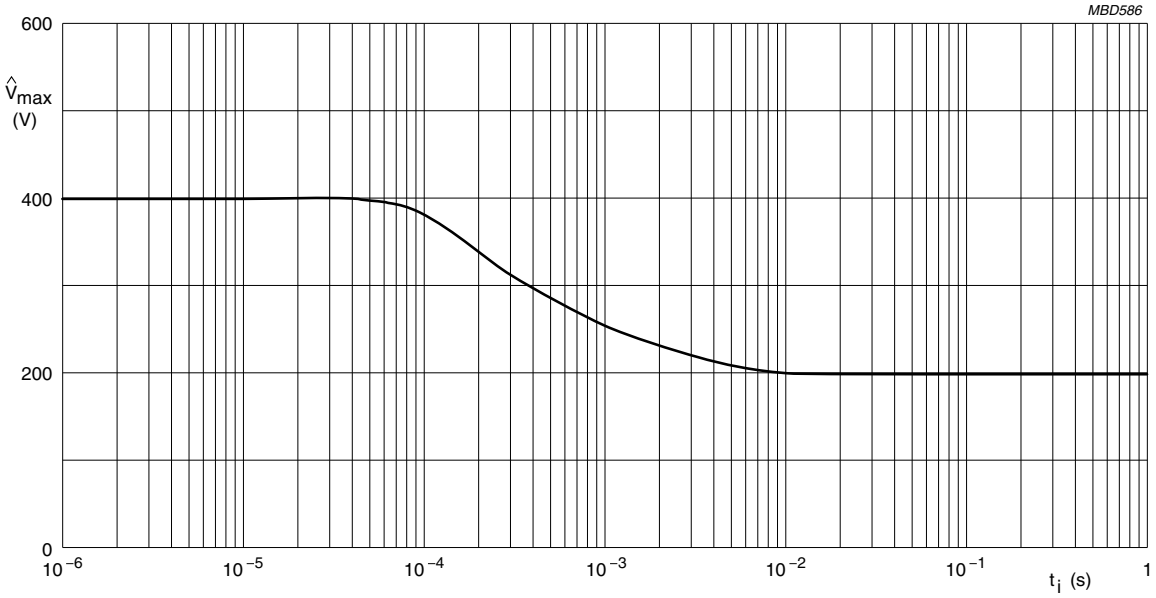

Fig. 13 Pulse on a regular basis; maximum permissible peak pulse voltage ($\hat{V}_{max}$) as a function of pulse duration (t_i).
However, maximum peak pulse voltages as indicated in Fig. 13, should not be exceeded.
- $\hat{V}_i$ must be lower than the value of $\hat{V}_{max}$ given in Fig. 13 for the applicable value of t_i.
$\hat{P}_{max}$ = 2 W and Fig. 13 gives $\hat{V}_{max}$ = 400 V
The dashed curve of Fig. 12 shows that at $t_i = 10^{-5}$ s, the permissible $\hat{P}_{max}$ = 10 W and Fig. 13 shows a permissible $\hat{V}_{max}$ of 400 V, so this resistor may be used.